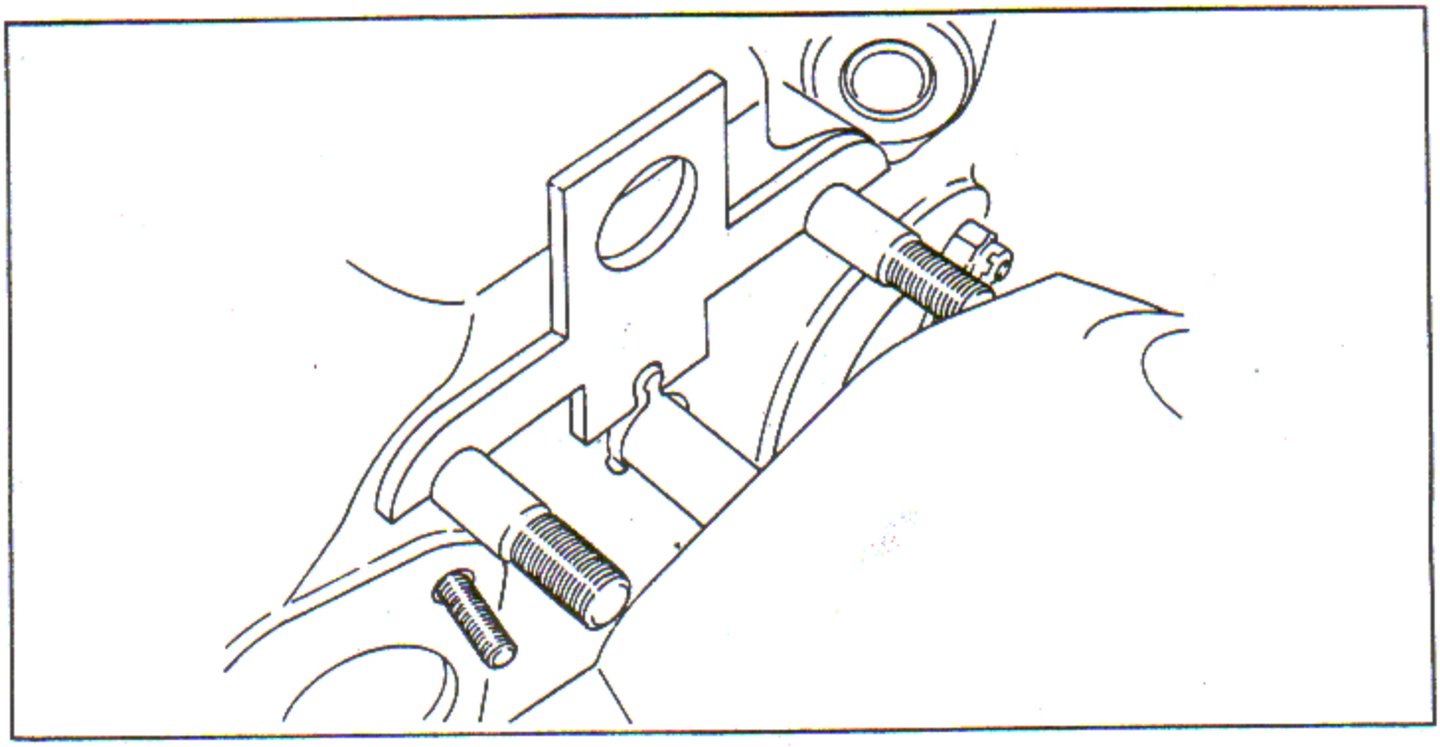

Figure 8-15. Front Oil Sump Drive Shaft Aligning Tool Installed
b. Push the sump in until it is resting on the attaching studs, then place aligning tool across the two front studs and around the oil sump drive shaft. This tool aligns the shaft with the drive shaft gear. See figure 8-15. Push the sump in until the shaft mates with the gear. If necessary, turn the propeller shaft until the shaft and gear mesh. See figure 8-16. Remove the aligning tool and push the sump all the way in against the mounting pad.